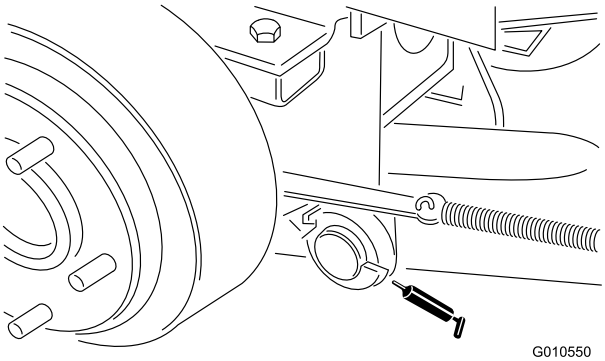

**Figuur 16**
- Draaipen van de rechter- en linker hefarm (Figuur 16)